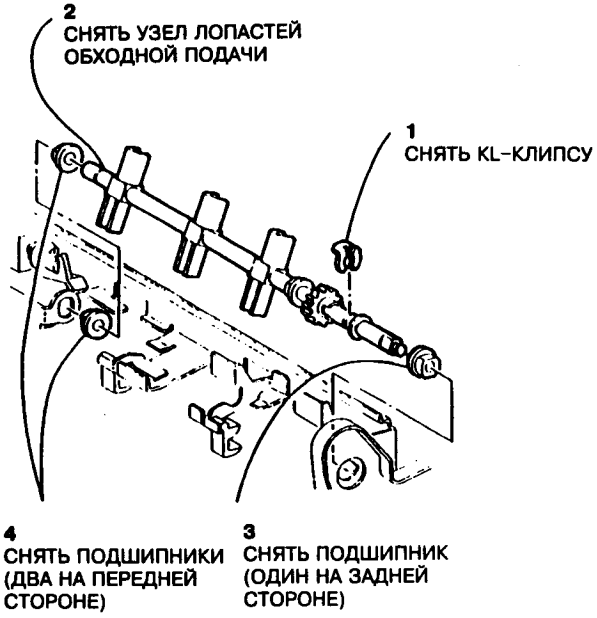

Рис.5 Снятие узла лопастей обходной подачи
7. Снять узел лопастей обходной подачи (рис.5).